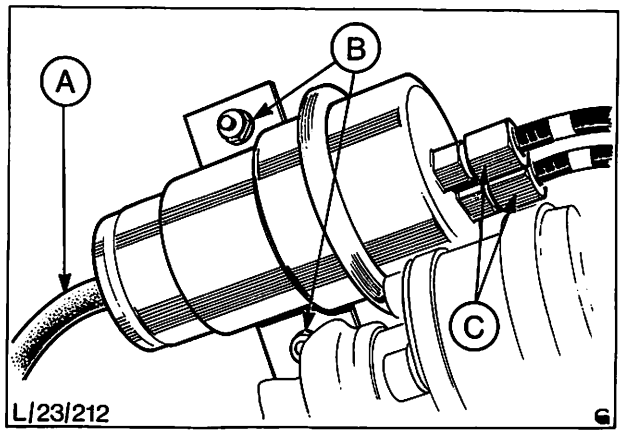

Abb. 96 Kraftstoffspeicher
4. Behälter unter den Kraftstoffspeicher setzen, Leitungen abbauen, Abb. 96.